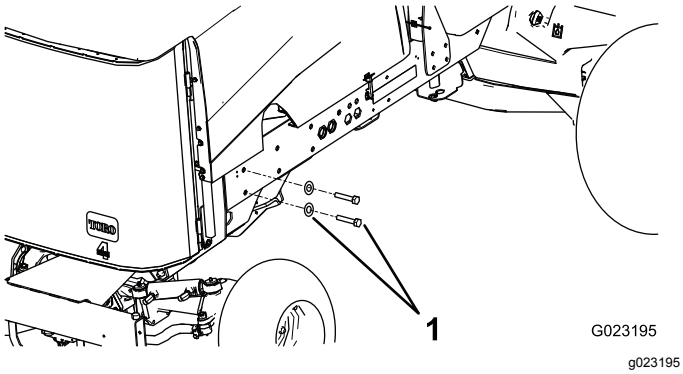

Figur 20
4. Afmonter de 2 bageste bolte og 2 spændeskiver fra højre stelvange (Figur 20).